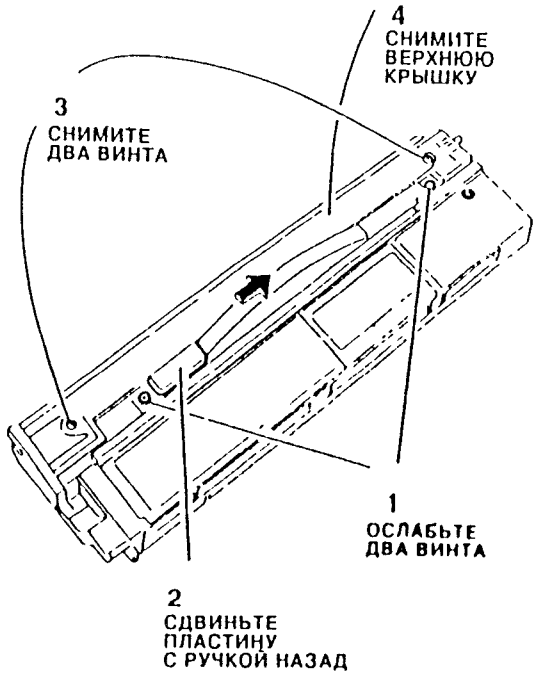

Рис. 2. Снятие крышки
При выполнении этой процедуры очень осторожно обращайтесь с выравнивающей планкой (смотр... ...пе Рис. 2) Не нажимайте на планку, так как деформация этого элемента может привести к дефектам качества копии.
1. Снимите верхнюю крышку узла нового носителя (Рис. 2)